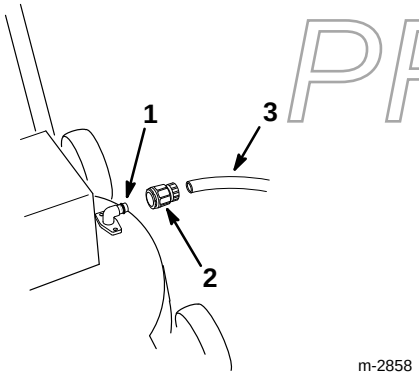

Abbildung 21
2. Eine Schnelltrennkupplung (separat erhältlich) am Ende des Gartenschlauchs befestigen (Abb. 21).
3. Die Kupplung am Spülanschluß des Rasenmähers anschließen (Abb. 21).